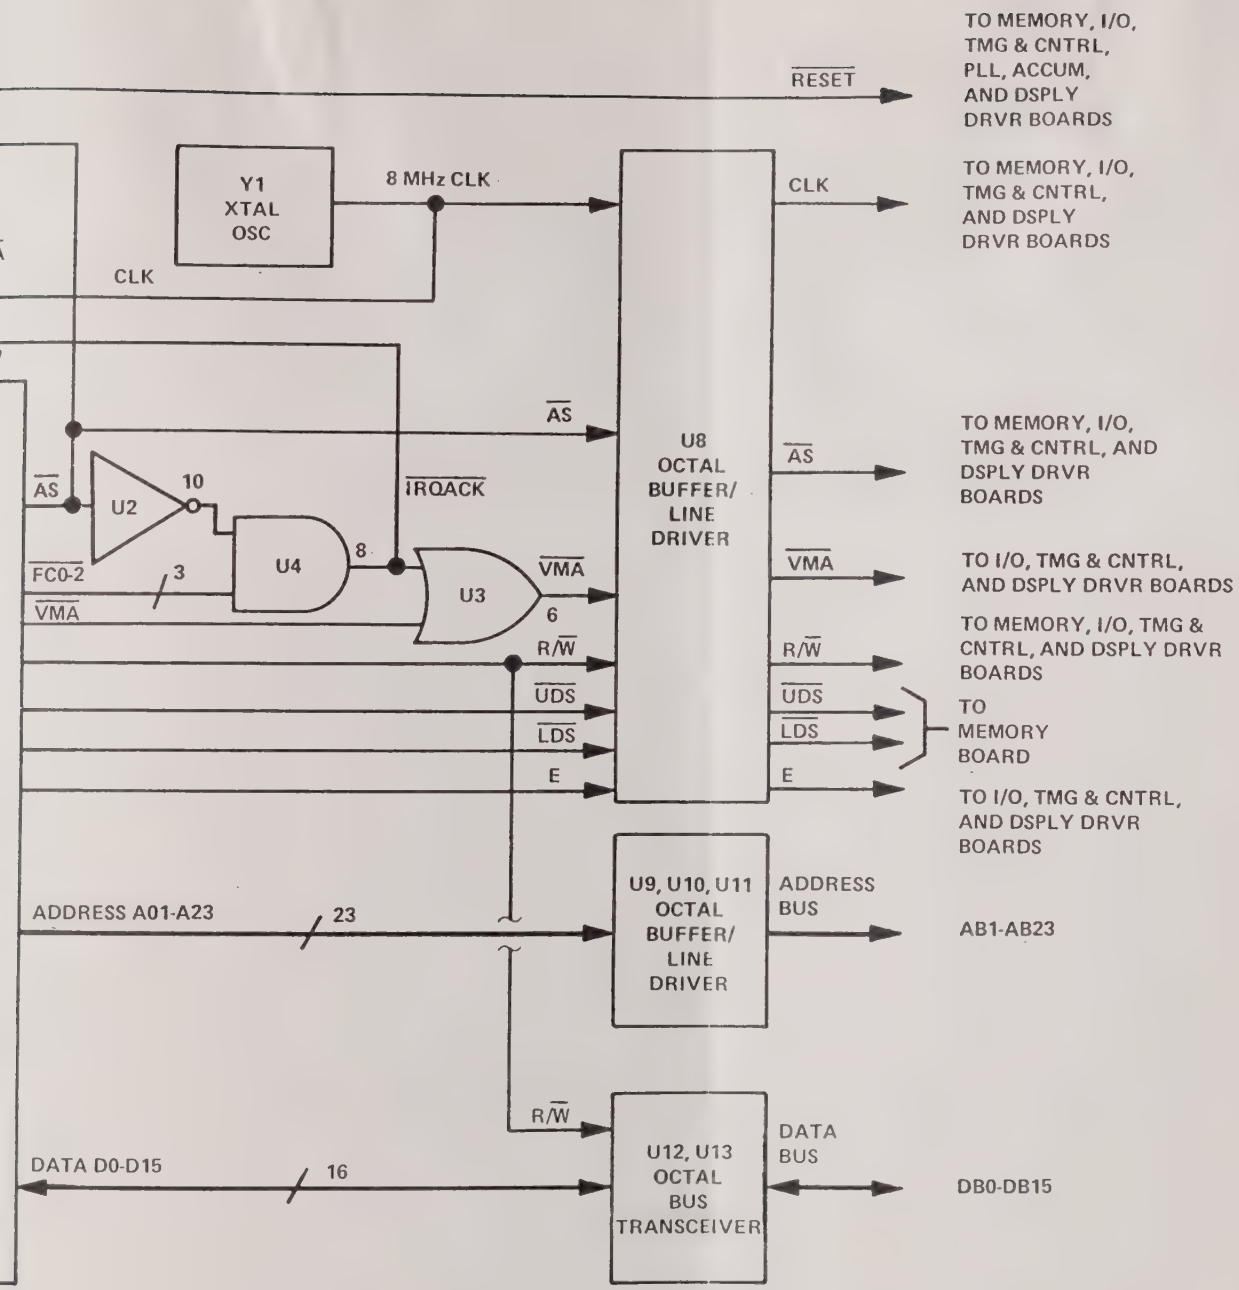

Figure 2-4. Microprocessor Board A1, Functional Signal Flow Diagram
a. MICROPROCESSOR BOARD A1. (See figure 2-4 for details of functional signal flow on Microprocessor board A1.)